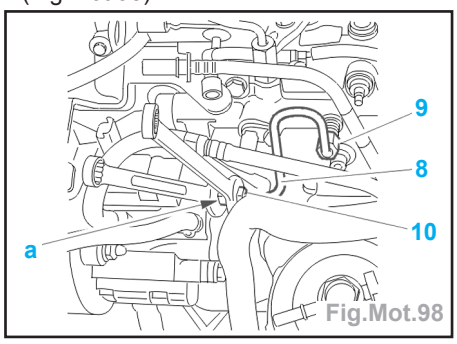

Fig.Mot.98
- Appliquer un contre-couple en (a) (Fig.Mot.98).